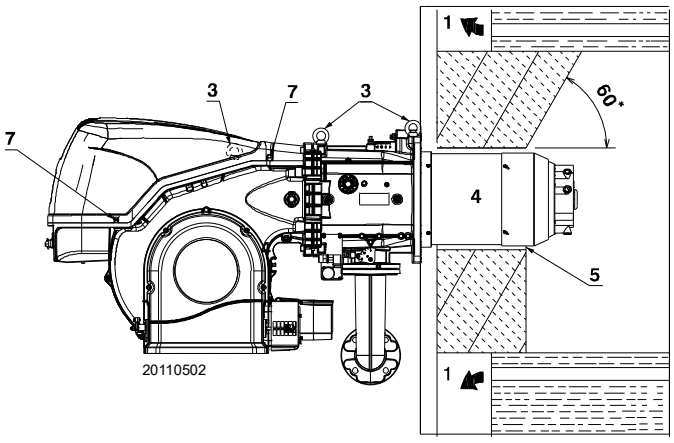

Abb. 13
Für Heizkessel mit vorderem Abgasumlauf 1)(Abb. 13) oder mit Flammenumkehrkammer muss eine Schutzschicht aus feuerfestem Material 5), zwischen feuerfestem Material des Kessels 2) und Flammrohr 4) ausgeführt werden.
Ein entsprechendes Hebesystem vorbereiten, dazu zuerst die Arretierschrauben 7) der Verkleidung 8) lösen und dann das System an den Ringen 3)(Abb. 13) einhaken.
- ➤ Den beigepackten Hitzeschutz am Brennerrohr 4)(Abb. 13) einpassen.